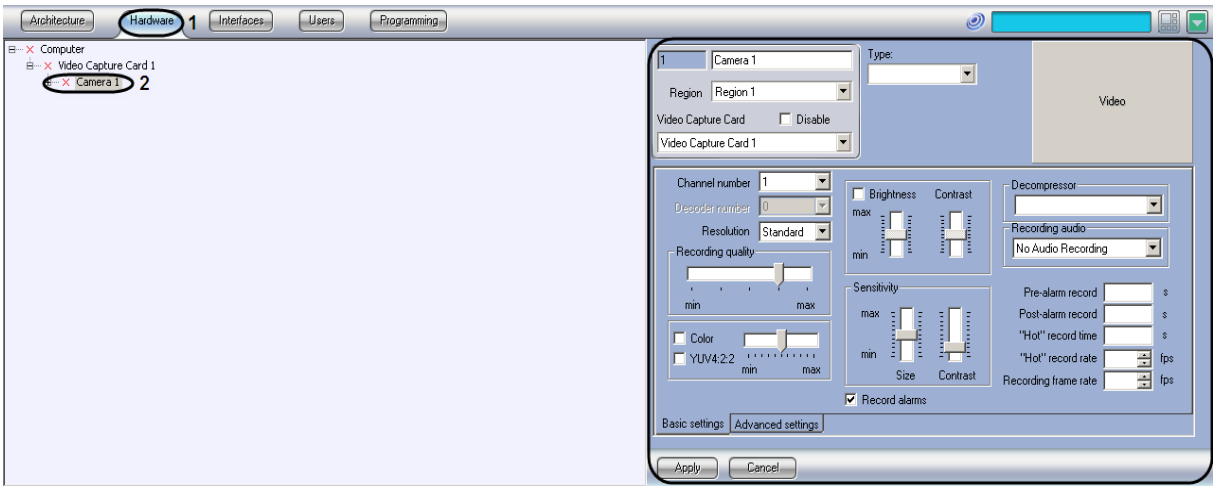

Figure 8.4-5 Switch to the settings panel for the “Camera” object
2. Go to the “Hardware” tab in the “System settings” dialog box (Figure 8.4-5, 1).
3. Select the “Camera” object, created before, with the same channel number as the BNC plug (idle channel) (Figure 8.4-5, 2). The settings panel for the selected object is displayed on the right of the “Hardware” tab.